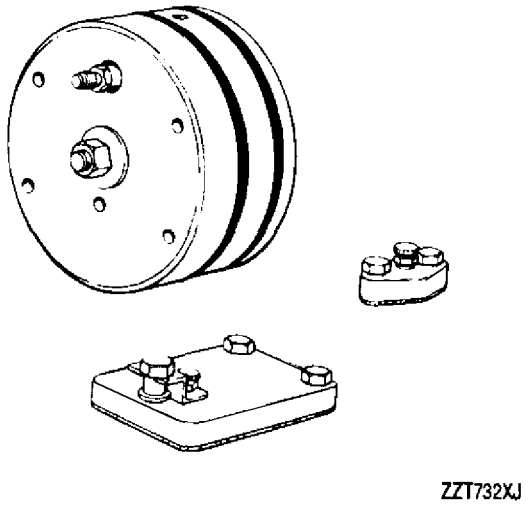

Figure 21. 6796985 Hydraulic Pressure Test Fixture
b. Attach 6796985 hydraulic pressure fixture (figure 21) to inlet housing. Pressure test oil passages to both of following tests.